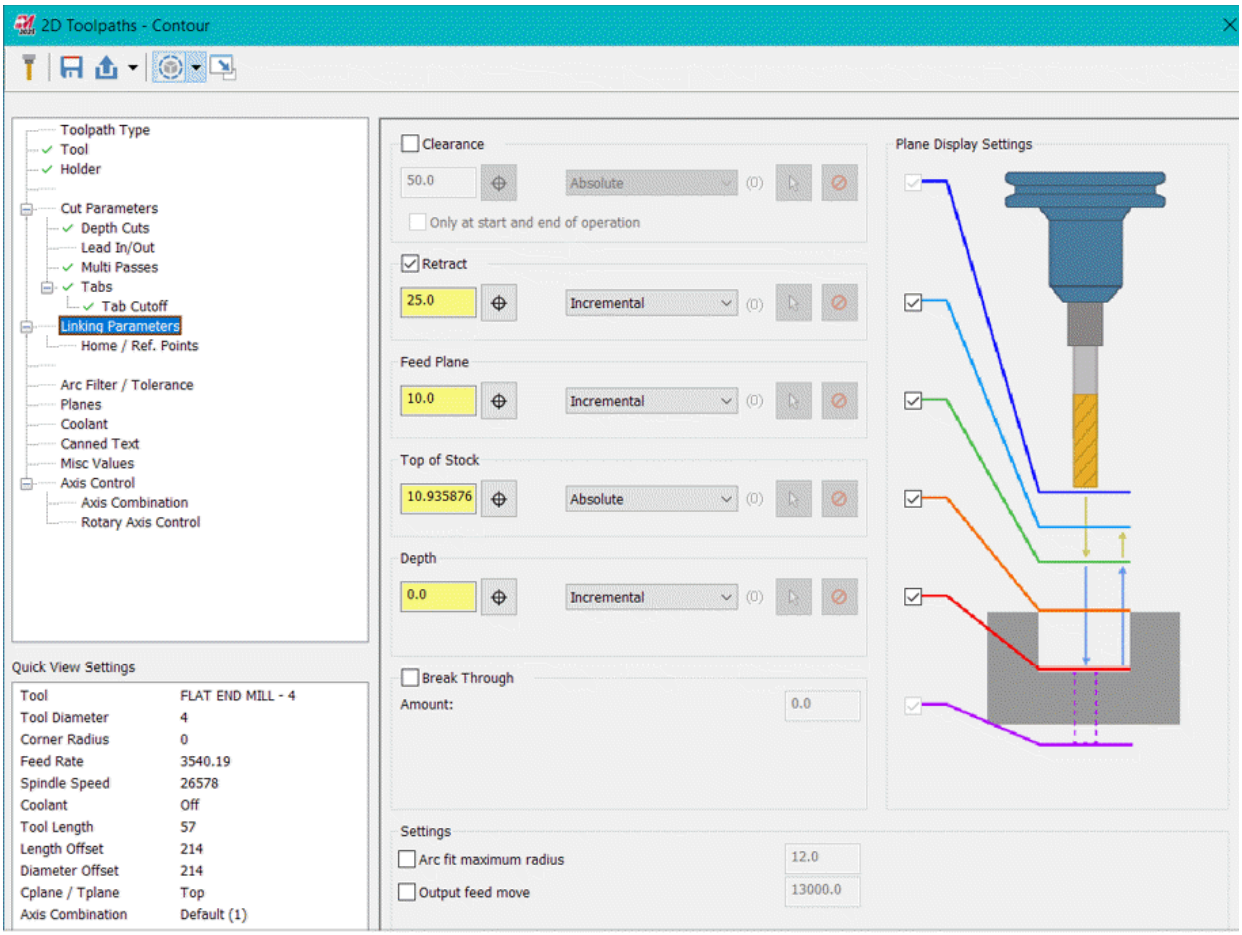

Figure-13. Linking Parameters for 2D contour toolpath
- Select the **Linking Parameters** option from the dialog box to specify locations of various planes like retract plane, feed plane, top point of stock, and depth point of the stock up to which machining will be performed; refer to Figure-13.